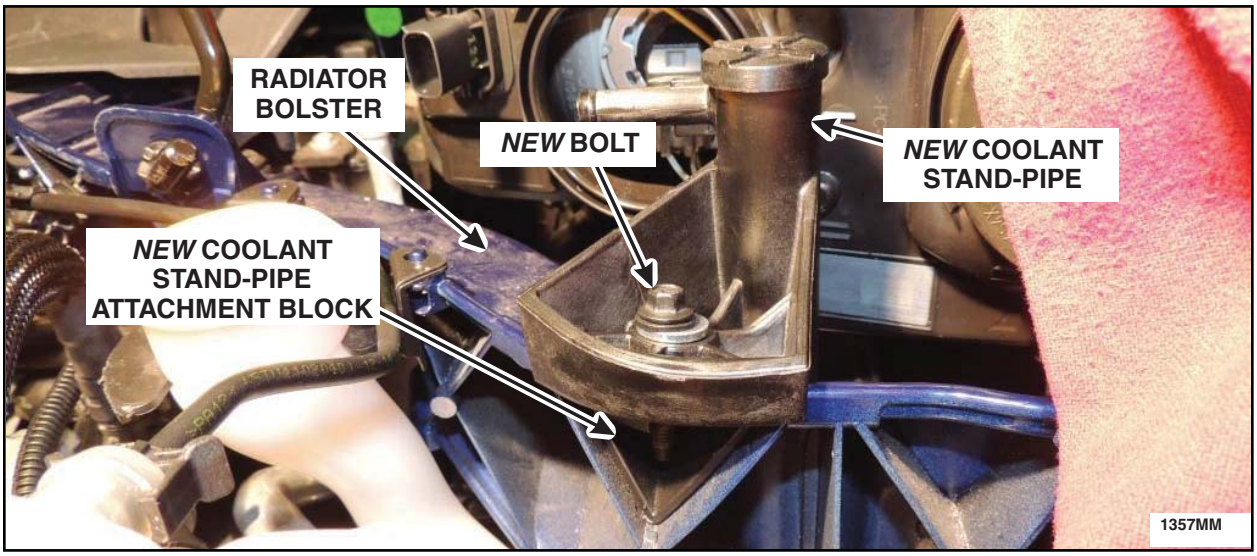

FIGURE J6
8. Place the *new* coolant stand-pipe attaching block in position below the radiator bolster. Place the *new* coolant stand-pipe in position and install the *new* bolt. See Figure J6.